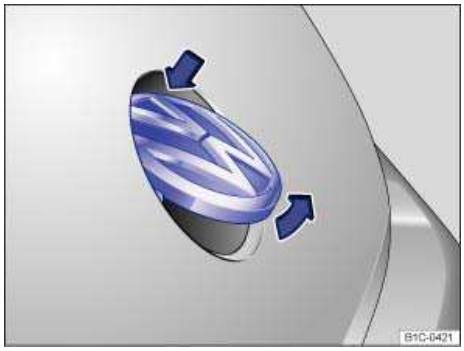

Fig. 30 Opening luggage compartment lid from the outside.
- Using your thumb, press the top of the Volkswagen emblem ⇒ fig. 30 and move the top of the emblem down. Grasp the bottom part of the emblem and pull to lift the luggage compartment lid.